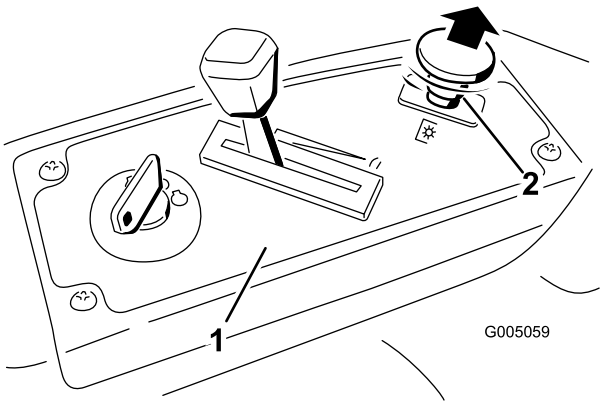

Figura 13
3. Tirate verso l'alto il comando delle lame per posizionarlo su On e innestare le lame (Figura 13).